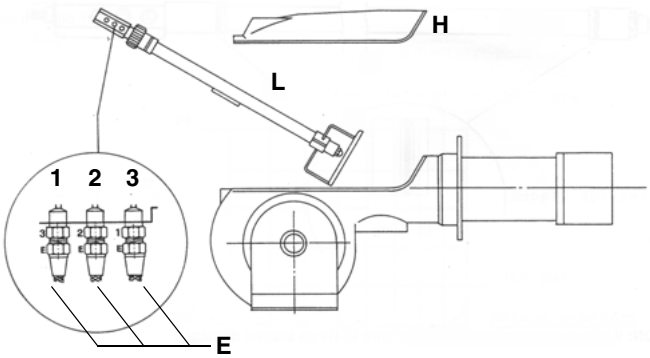

Рис. 15
- Открутить мазутные соединительные детали E, которые крепят мазутные шланги к фурме, и снять послностью весь узел, как показано на Рис. 15.